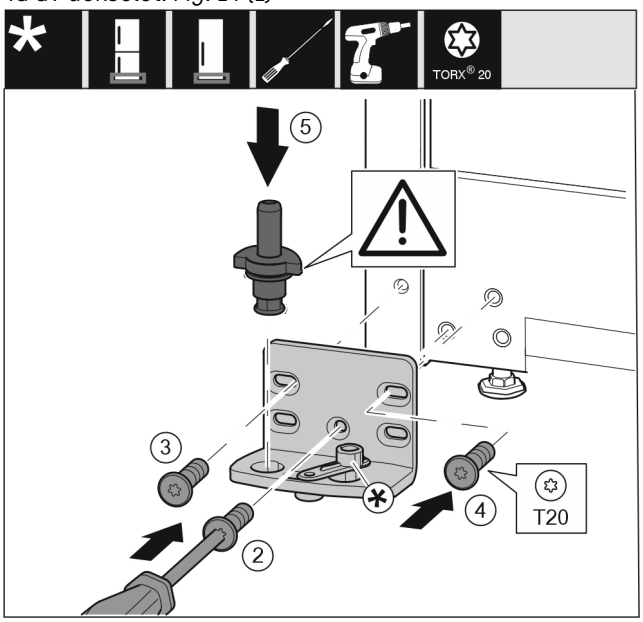

Fig. 15
- ▶ Monter lagerbukken på den andre siden, og skru den på med en skrutrekker T20. Begynn med skrue 2 nederst i midten. *Fig. 15 (2)*
- ▶ Skru fast skrue 3 og 4. *Fig. 15 (3,4)*
- ▶ Sett lagerbolten fullstendig på. Pass samtidig på at låsebolten peker bakover. *Fig. 15 (5)*